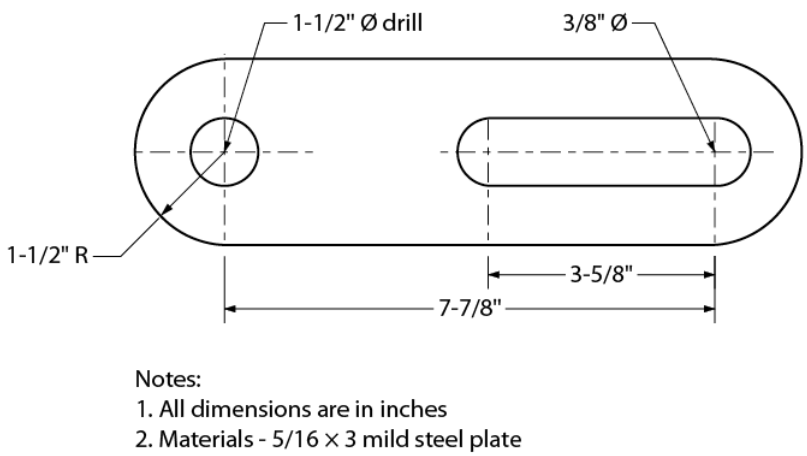

Figure 7.2.7: Connector arm – imperial measurement
- In the fraction-inch system, dimensions for things such as steel and lumber sizes are expressed as inches and fractions of an inch from as small as 1/64" (Figure 7.2.7). Most drawings that are dimensioned in the imperial system will use the fraction-inch system.